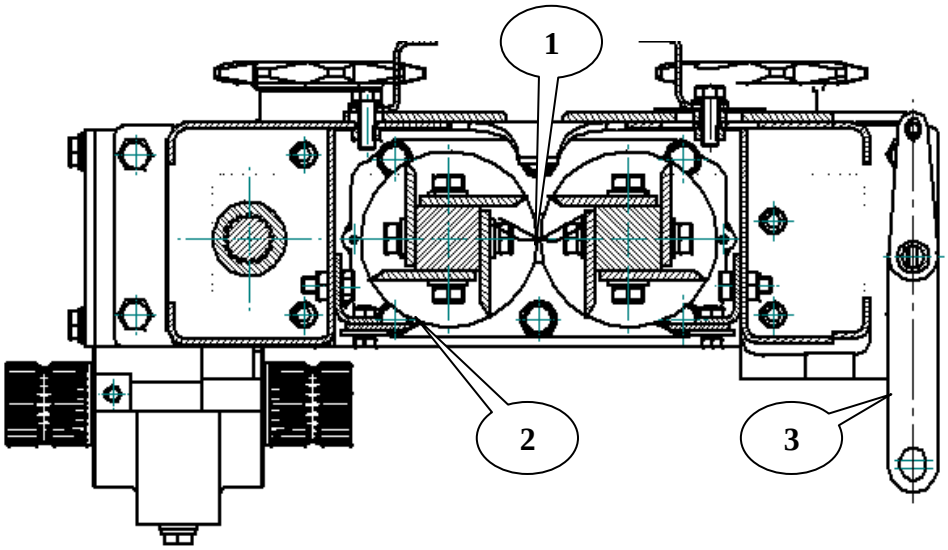
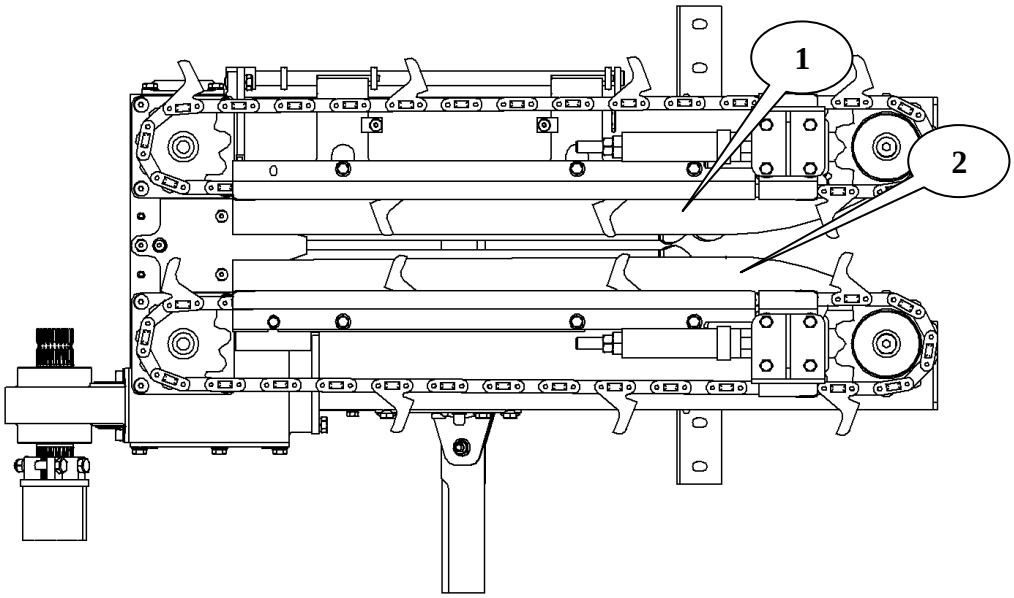

Рис. 18.
Рис. 19.
- Надо проверить правильность положения початкосрывательных реек, см. рис.19.
Щель между бёдрами цилиндров (1) надо установить так, чтобы между ними было расстояние минимально 1 мм., и по возможности, не превышало 1,5 мм (Рис. 18). Расстояние щели (2) между очистительными ножами и бёдрами цилиндров должно быть между 0,3-0,8 мм.
Стационарная (2) и регулируемая (1) рейки устанавливаются на расстоянии впереди на 25мм, а сзади на 30 мм (Рис. 18). Сущность установки заключается в том, что по направлению движения впереди щель должна быть уже на 5 мм, чем сзади.
Это обеспечивается основной установкой. При центральном регулировании эта разница сохраняется. При новой монтировке надо уделять внимание на то, что в случае выше данных значениях рычаг (Рис. 18./3) должен стоять перпендикулярно относительно рейки (рис. 19./1), так как с этим обеспечивается достижение устанавливаемого максимального и минимального расстояния между рейками.